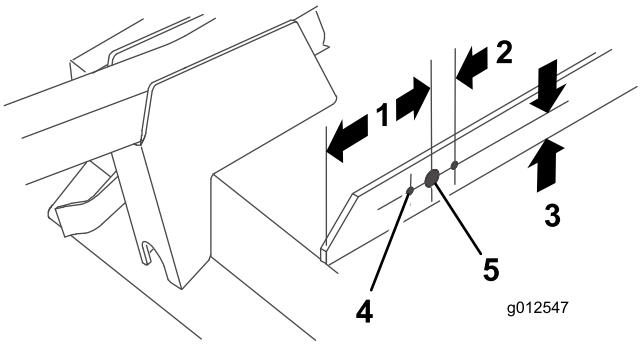

Figur 19
2. Bruk målene i Figur 19, finn, merk og bor et hull med diameter på 13/16 tomme og to hull med diameter på 13/32 tomme i høyre brostang.